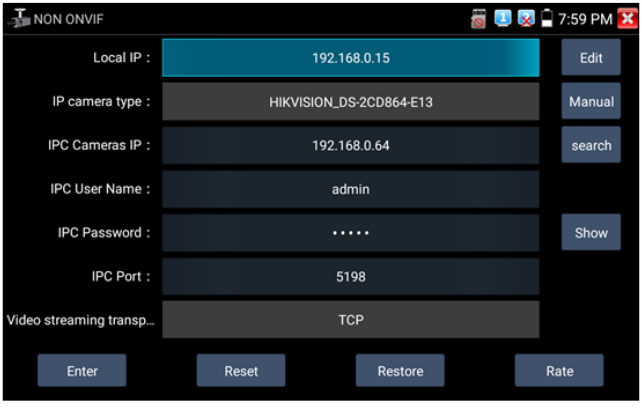

Рис. 15 Окно настроек приложения NON-ONVIF
3. Нажмите кнопку Non-ONVIF. В появившемся окне (рис. 15) проверьте, чтобы у Local IP подсеть совпадала с IP-cameras IP. Если подсеть не совпадает, то еще раз проверьте предварительную настройку тестера или нажмите кнопку Edit, чтобы сразу попасть в меню настроек IP адреса тестера;